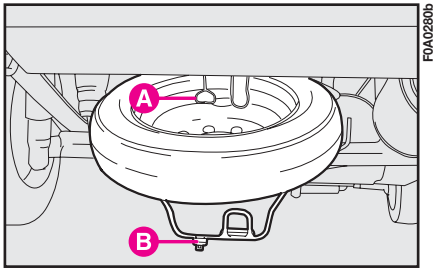

fig. 14a
1) Ranger la roue que l'on vient de remplacer dans le support sous la plate-forme et accrocher le câble de sécurité **A-fig. 14a** au ressort prévu **B**.